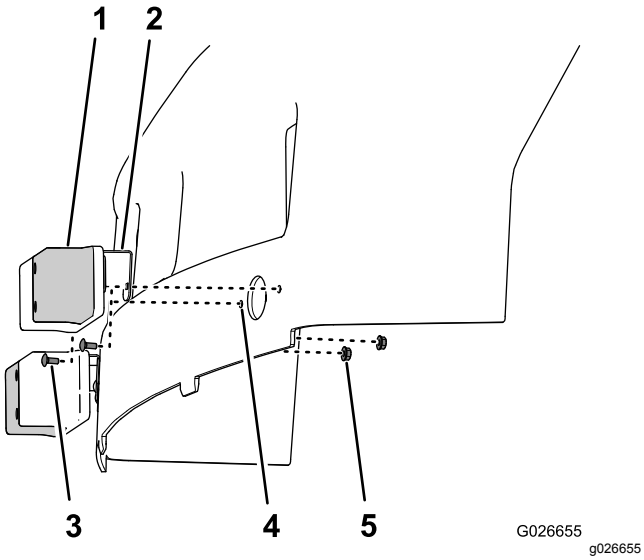

Figure 6
4. Placez les trous dans le support et l'éclairage en face du trou dans le capot (Figure 6).
5. Fixez le support et l'éclairage sur le capot à l'aide des boulons de carrosserie (nº 10 x 1/2") et des contre-écrous à embase (nº 10), comme montré à la Figure 6.